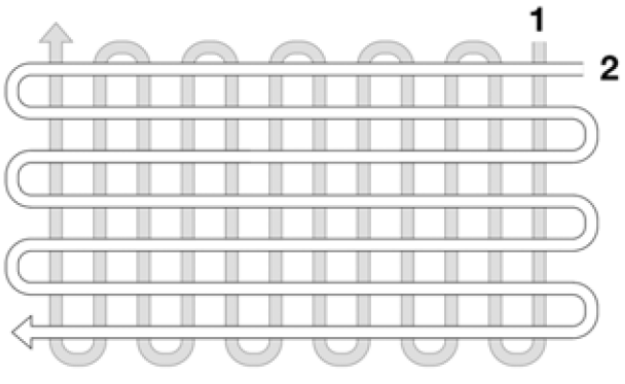

Rys. 11
22. Dla optymalnego przygotowania obszaru zrób 2-3 przejścia, drugie prostopadłe do pierwszego jak na Rys. 11.